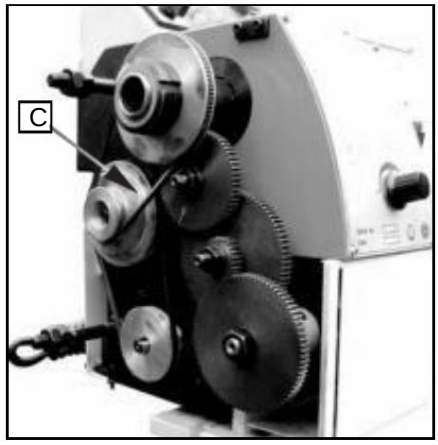

Afbeelding 16
2. Stel de V-snaar (C, Afb. 16) in de juiste positie af.